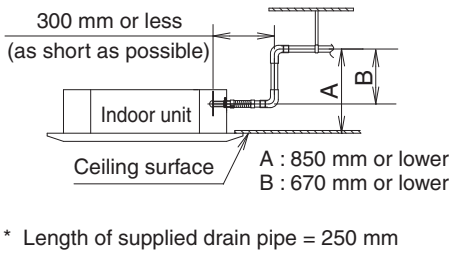

Fig. 2-34
- The drain pipe can be raised to a maximum height of 850 mm from the bottom surface of the ceiling. Do not attempt to raise it higher than 850 mm. Doing so will result in water leakage. (Fig. 2-34)